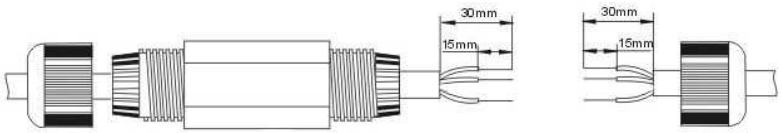

Рис. 5
1. Снимите гайки с водонепроницаемой муфты и проденьте кабель, который нужно соединить, через гайки и муфту как показано на рис.5